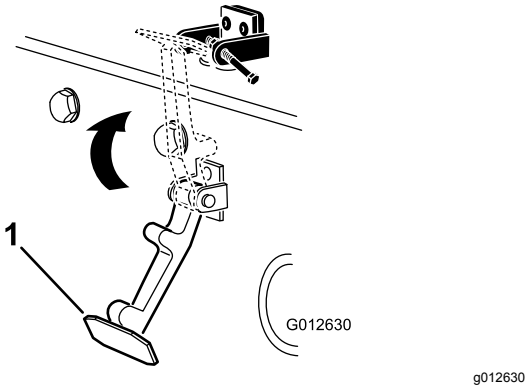

Rysunek 5
6. Zatrzaśnij zatrzask maski na jego uchwycie (Rysunek 5).